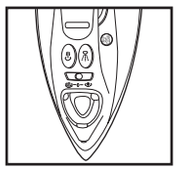

Figure 2.
2. Connect into power supply and pilot light will be illuminated, make sure steam selector is in the Dry position, then place iron as shown in Figure 2.